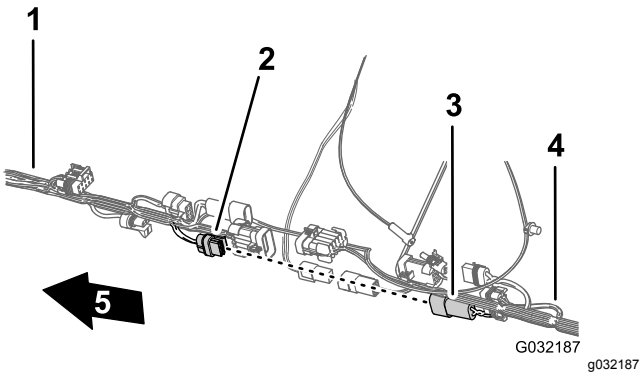

Figur 117
4. Anslut kontakten med två stift på det främre kablaget för sköljpumpen till kontakten med två uttag på det bakre kablaget för sköljpumpen (Figur 117).